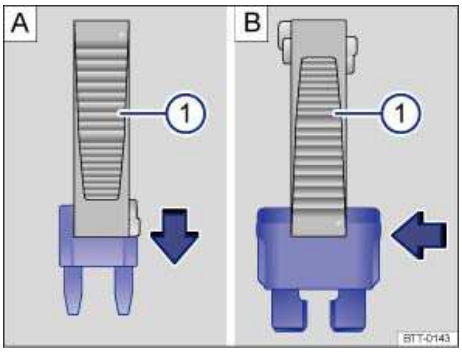

Fig. 173 Removing or installing a blade fuse with the plastic tweezers: A: MINI. B: ATO.
- *For blade fuses*: Depending on the type of fuse, slide the tweezers ⇒ fig. 173 **A** (1) or **B** (1) onto the fuse in the direction of the arrow.